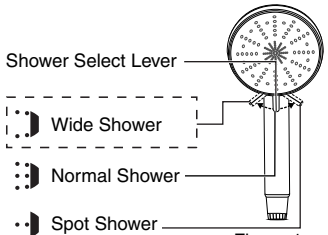

Figure 1
Step 1 : Select Wide Shower mode on the Shower Head using the Shower Select Lever (refer Figure 1).